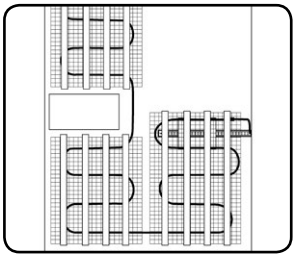

fig. 10
-**En ningún caso se debe cortar el cable calefactor!** Usted puede ajustar-cortar únicamente la base de malla de fibra de vidrio. Si usted necesita ajustar las espiras del cable, tenga en cuenta que la dimensión de la espira (distancia entre cable) debe ser superior a 3 cm (ver fig. 10, 11, 12).